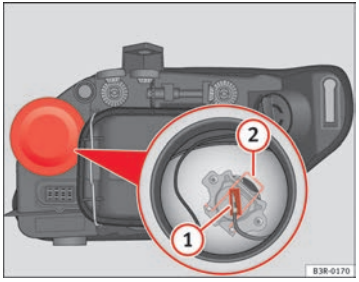

Fig. 209 Main beam headlights
- Remove the connector ⇒ fig. 209 (1) from the bulb.
- Press the spring ⇒ fig. 209 (2) inwards and to the right.